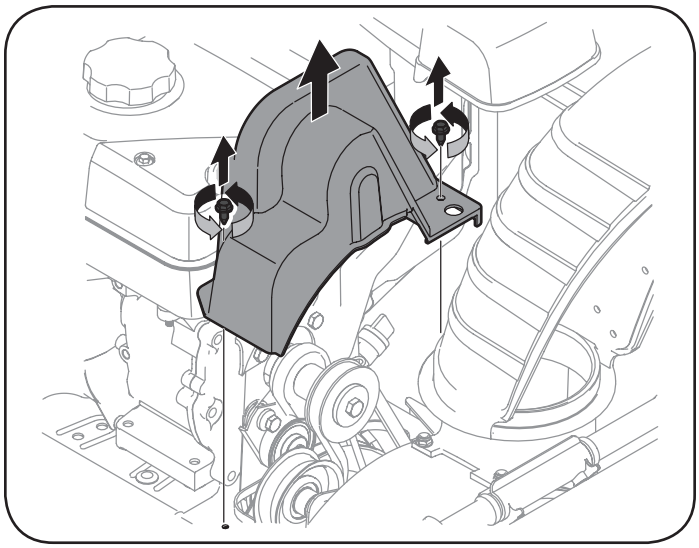

Figura 67
2. Saque la cubierta plástica de la correa ubicada en el frente del motor. Para ello saque los dos tornillos autorroscantes. Vea la Figura 67.